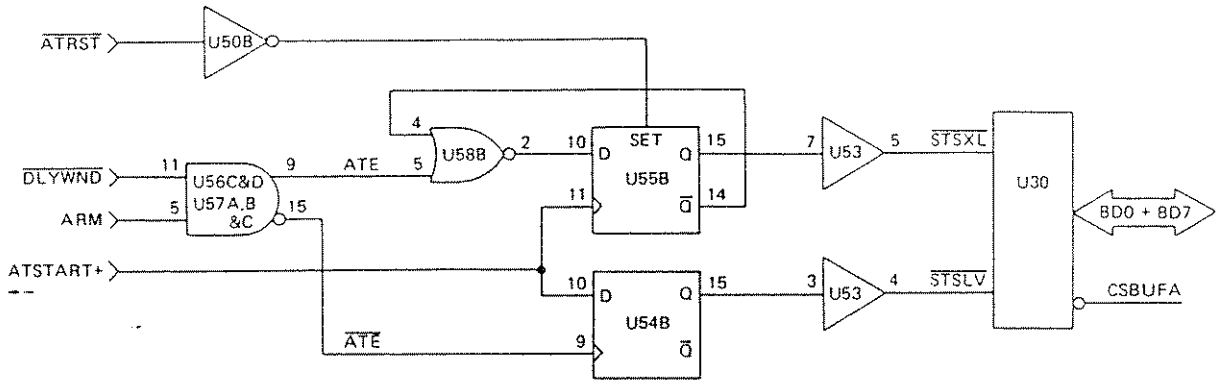

Figure 5.7 - Simplified Schematic for the Auto-Trigger Start Circuitry
5.3.2.3.2.1 Refer to Figure 5.7. To determine the trigger level automatically, information for calculation by the microprocessor is obtained from U30. When signal line $\overline{\text{CSBUFA}}$ is brought low, tri-state buffer U30 routes the Start Signal Crossing Level ($\overline{\text{STSXL}}$) and Start Signal Voltage Level (STSVL) signals to the microprocessor for reading.